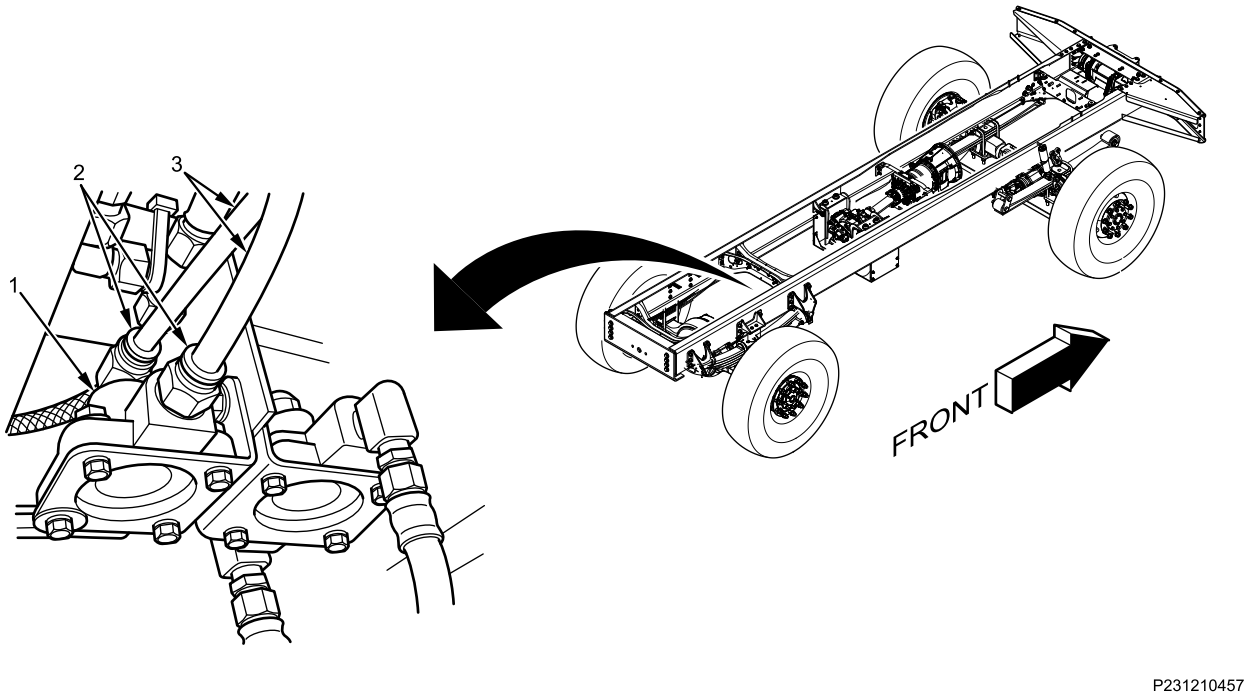

Figure 1. Front Air Brake Quick Release Valve.
1. Disengage two quick connect fittings (Figure 1, Item 2) and remove two air lines (Figure 1, Item 3) from front air brake quick release valve (Figure 1, Item 1).